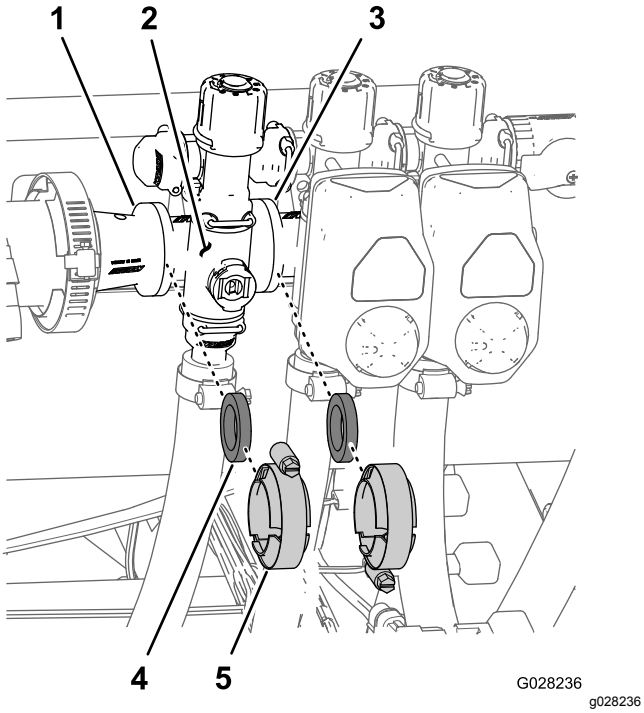

Figur 119
1. Ta bort klämmor och packningar som fäster sektionsventilens grenrör (Figur 119) på sektionsventilen intill (om det är vänster sektionsventil) och reducerkopplingen.